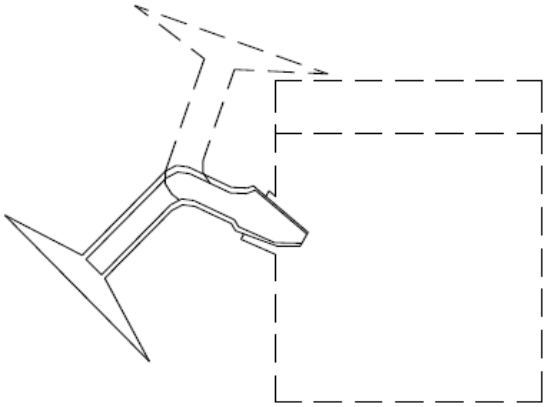

图 11
2.3. 取下滴定池的进样旋塞和进样器盖子，把进样器按图 11 实线所示插入样品注入口。
2.4. 点击【开始】键，将固体进样器旋转 180 度，如图 11 虚线所示，使样品全部落入电解液中，等待测试完毕后，方可拿下固体进样器，并转入进样旋塞。注意：固体试样落入试剂时，不得接触到电解电极和测量电极